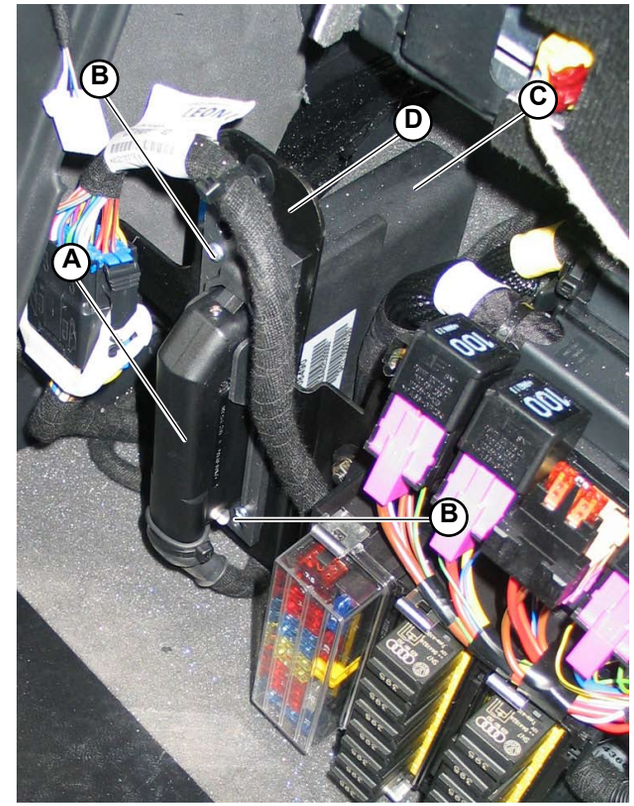

Fig.10
1. Disconnect the connector (**A-Fig.10**).
2. Unscrew the 2 screws (**B-Fig.10**) securing the PMC control unit (**C-Fig.10**) to the bracket (**D-Fig.10**).